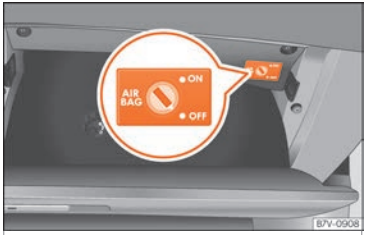

Fig. 29 In the glove box on the passenger side: switch to activate and deactivate the front passenger airbag.
- Insert the key into the slot of the switch for deactivating the front passenger airbag ››› Fig. 29. About 3/4 of the key should enter, as far as it will go.